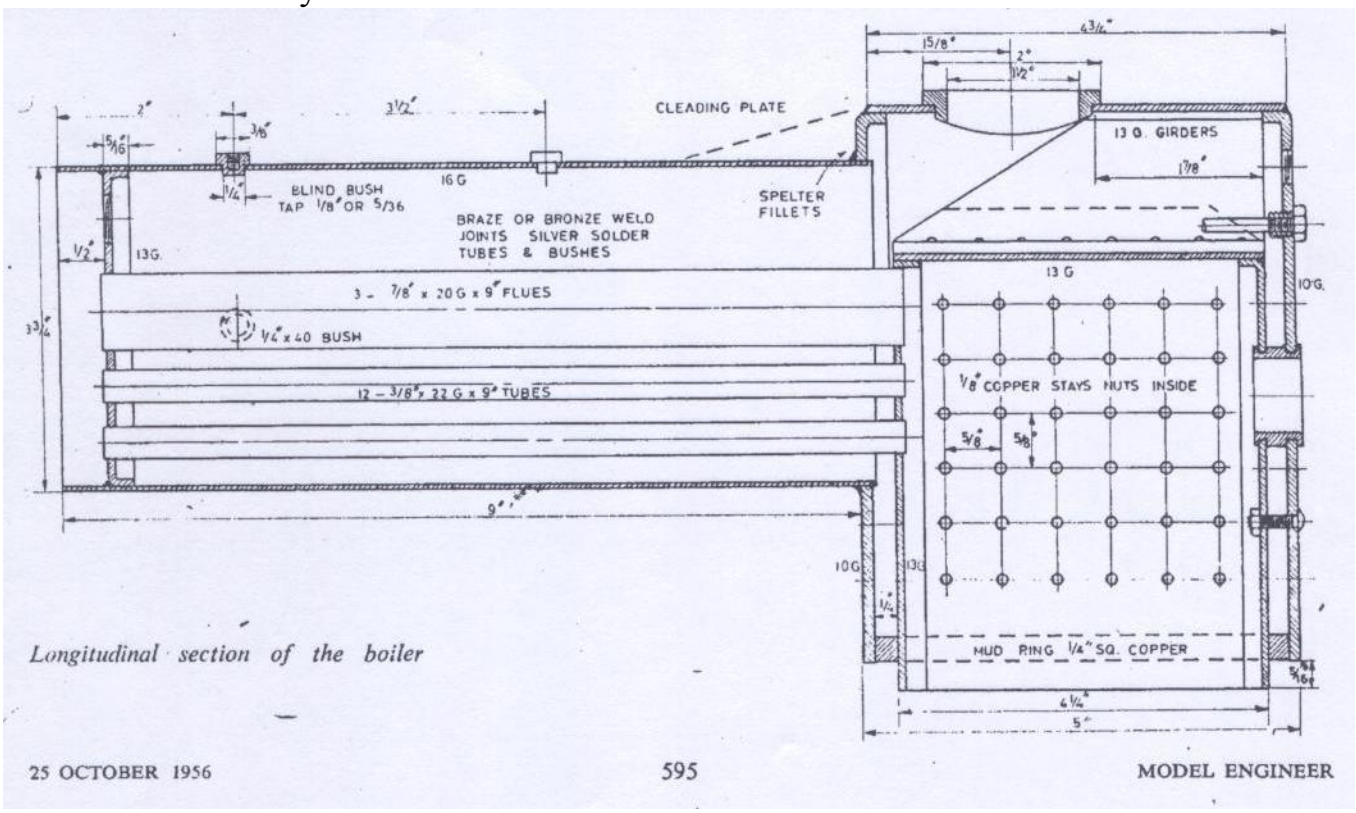

Figure 1: Longitudinal section of boiler.
I ran into a little problem with the lengths of the Tubes or Flues as they are called when inserting them into my assembly. I wound up being .093" or ~3/32" too short on the length. A 1/16 inch projection is required of the tube from each plate for soldering. From the longitudinal section of the boiler (Figure 1) we see the dimensions given for placement of various items including the tubes, flues, barrel and its associated plates, along with the gauge thickness of each respective plate. The math says the distance between the ends of the two tube plates is; (9) - (1/2) + 10G (1/8) + (1/4) + 13G (.093) = 8.968". Our tubes are 9 inches long, so this leaves .032" to be split between the two plates for a projection. .016 inches or ~1/64" is not enough for a projection so; 8.968 + 2(1/16) = 9.093 and there's my .093" that I was short.